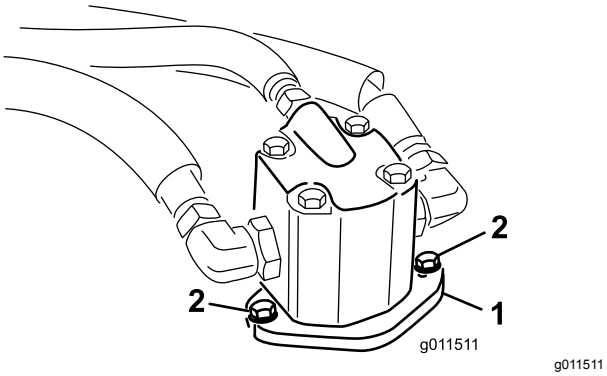

Figuur 98
4. Verwijder de bouten waarmee de hydraulische motor aan het maaidek is bevestigd (Figuur 98).